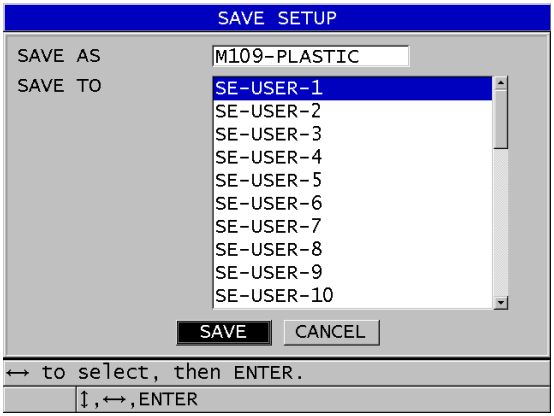

Rysunek 13-17 Zapisywanie konfiguracji niestandardowych
4. Na ekranie **SAVE SETUP** (Zapisz konfigurację) (patrz Rysunek 13-17 na stronie 280):